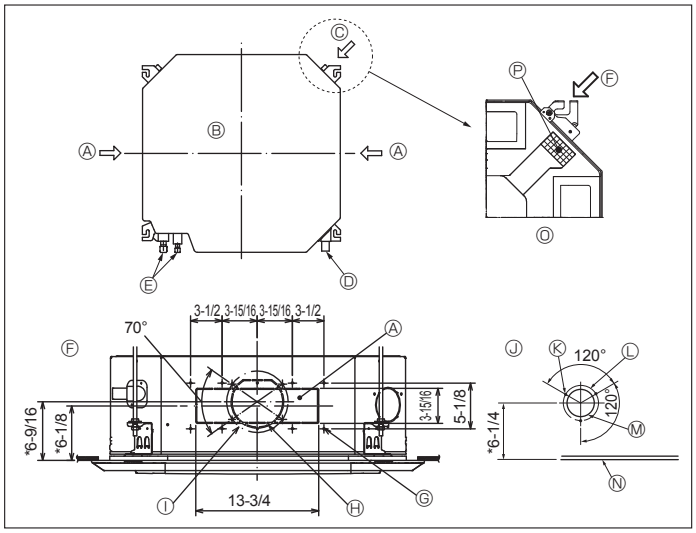

Fig. 3-4
3.4. Orificio para conducciones y orificio para toma de aire fresco (Fig. 3-4)
Durante la instalación utilice los orificios para conducciones (taladrados) que se encuentran en los puntos indicados en la Fig. 3-4, como y cuando sea necesario.